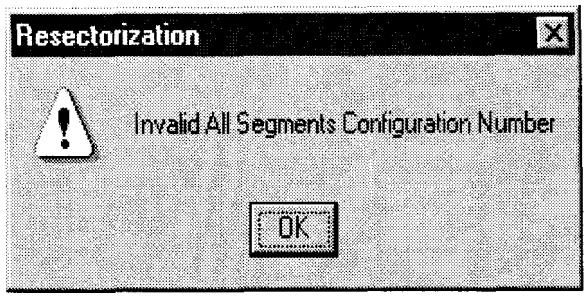

FIGURE 4-26. INVALID SEGMENT LETTER ERROR MESSAGE
(1) If the OK button is pressed with an invalid segment letter an error message box, Figure 4-26, is displayed and the message is not sent.